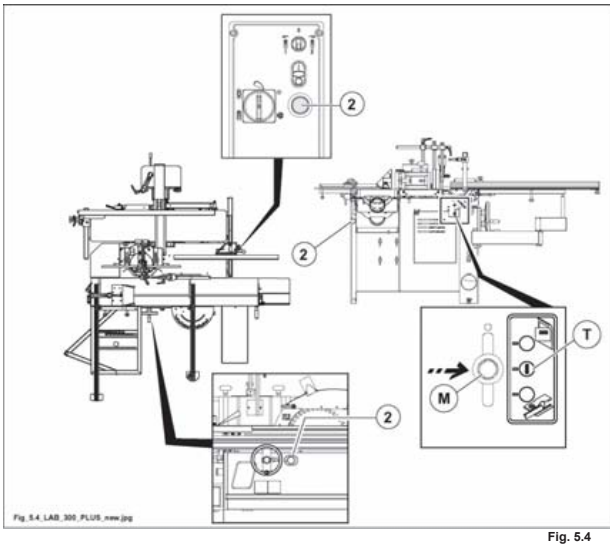

Fig. 5.4
- La leva (M fig. 5.4) sia posizionata in corrispondenza del disco verde presente sulla targa (T fig. 5.4).
- I pulsanti di emergenza (2 fig. 5.4) siano in posizione corretta (eventualmente sbloccarli).